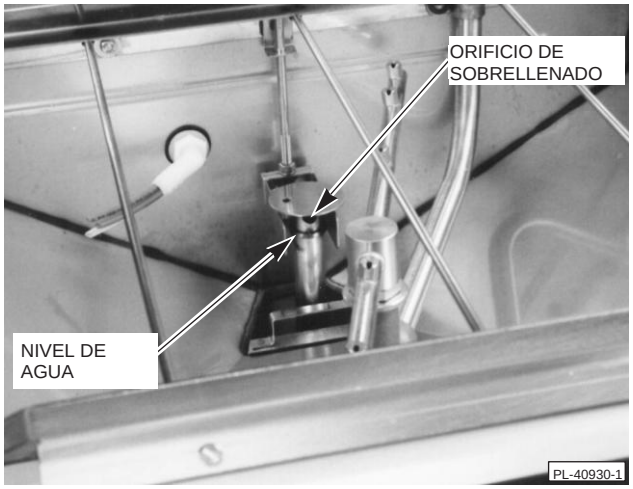

**Fig. 14**
4. La leva de ***llenado/enjuague*** controla la energía a la válvula de llenado. Durante los últimos tres segundos del tiempo de drenaje, la válvula de llenado se abre para proporcionar un enjuague de agua limpia de la cámara de lavado. Este tiempo de enjuague puede aumentarse o reducirse según lo requieran las condiciones operativas locales al rotar la mitad derecha de la leva. A una presión de flujo de 20 psig, se permite el ingreso de la cantidad requerida de agua, 1.7 galones, al lavavajillas. Si la presión de flujo es diferente de 20 psig (o si cambió el tiempo de enjuague de drenaje), el tiempo de llenado deberá aumentarse o reducirse para permitir que el lavavajillas opere con un mínimo de 1.7 galones de agua. Consulte la Fig. 14 (página 10) para identificar la marca de nivel de agua de 1.7 galones.
Para llenar inicialmente la máquina, presione el interruptor de *ENERGÍA* para encenderla y mantenga presionado el interruptor de *DRENAJE/LLENADO* en Llenado durante aproximadamente diez segundos. El nivel de agua debe estar en la parte inferior del anillo del tubo de drenaje (1.7 galones) (Fig. 14). (El agua en la parte superior del anillo sería 1.9 galones y en la parte inferior del orificio de sobrellenado sería 2.3 galones). El orificio de sobrellenado drenará automáticamente cualquier exceso de agua.